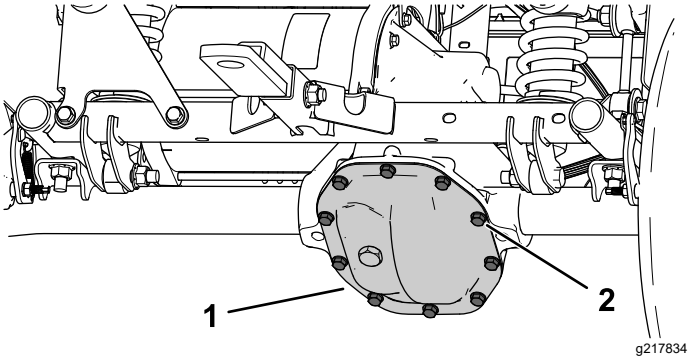

Figur 51
1. Placera ett avtappningskärl under växellådsskyddet (Figur 51).
2. Ta bort skruvarna från växellådsskyddet och töm ut vätskan helt (Figur 51).